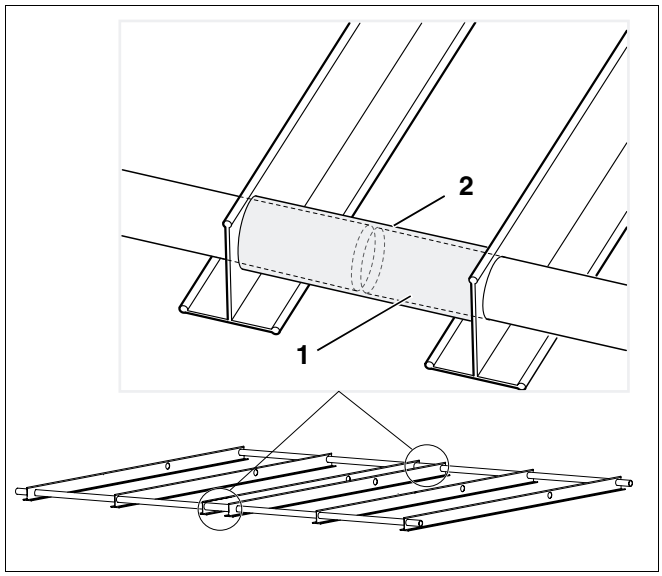

Afb. 30 Passtukken tussen twee basisframes
- Schuif de twee bijgeleverde passtukken (afb. 30, **pos. 1**) over de steunbuizen van het eerste basisframe.
Let erop, dat u de steunbuizen telkens tot in het midden van de passtukken (afb. 30, **pos. 2**) schuift.